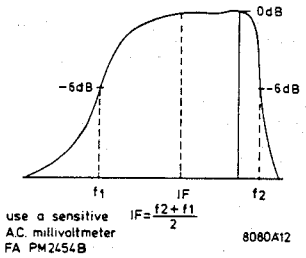

Fig. 2
2. Seek the resonance frequency of the ceramic filters. This is the frequency on which adjustments are made. Do this according to Fig. 2. Connect the masses of the generator and the voltmeter to the print, as close as possible to resp. the injection point and test point.
[2] Zoek de resonantiefrequentie van de keramische filters. Dit is de frequentie waarop wordt afgeregeld. Doe dit volgens Fig. 2.
[2] Rechercher la fréquence de résonance des filtres céramiques. C'est la fréquence à laquelle on ajuste. Procéder comme indiqué en Fig. 2. Brancher les masses de générateur et voltmètre sur la platine aussi près que possible du point d'injection ou du point de mesure.
[2] Auf Resonanzfrequenz der keramischen Filter abstimmen. Dies ist die Frequenz, worauf man abgleicht (siehe Abb. 2). Die Massen des Generators und des Voltmeters an Printplatte anschliessen, und zwar möglichst nahe am Injekspunkt bzw. am Messpunkt.
[2] Ricercare la frequenza di risonanza dei filtri ceramici. Si tratta della frequenza sulla quale ci si regola. Procedere come alla Fig. 2